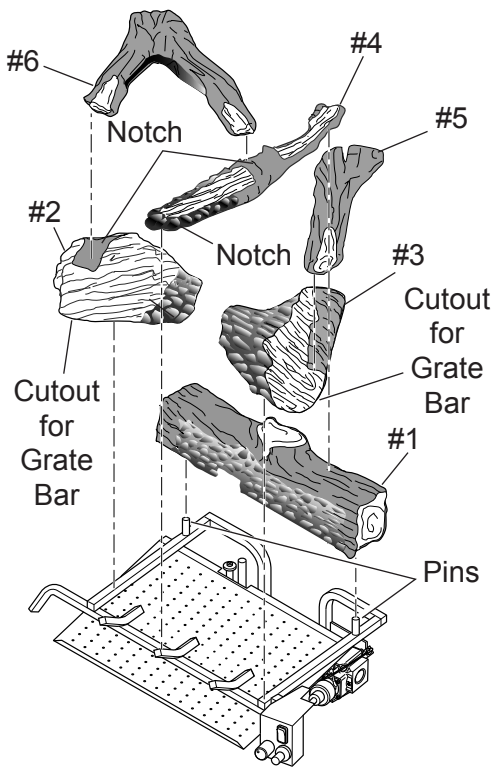

Figure 12 -* VDY24/18D3R, VDY30D3R *Log Placement
2. Place Front Left Log #2 on left front of grate bar lining up cutout in bottom of log with grate bar. *See Figure 12.*
3. Place Front Right Log #3 on right front of grate bar lining up cutout in bottom of log with grate bar. Make sure Log #3 touches Log #1. *See Figure 12*.
4. Place back end Top Middle Log #4 on Log #1. Press the side of Log #4 up against raised area of Log #1. Line up notch in front end of #4 with grate bar. *See Figure 12.*
5. Rest Top Right Log #5 on Log #3. *See Figure 12.*
6. Line up Top Left Log #6 with notches on Log #2 and Log #4. *See Figure 12.*